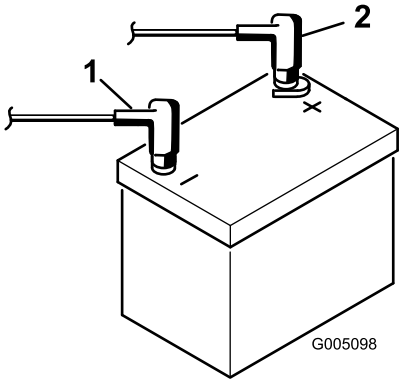

Figur 8
8. Slut pluskablet (rødt) til pluspolen (+) og minuskablet (sort) til minuspolen (-) på batteriet, og fastgør dem med bolte og møtrikker (Figur 8). Skyd gummikappen ind over pluspolen for at forhindre eventuel kortslutning.